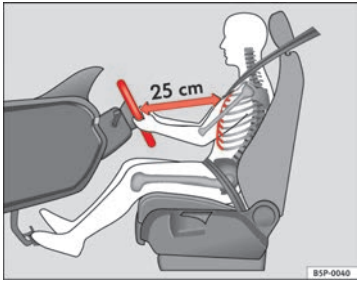

Fig. 1 The proper distance between driver and steering wheel
– Adjust the steering wheel so that there is a distance of at least 25 cm between the steering wheel and the centre of your chest ⇒ fig. 1.
- **Adjust the driver seat so that there is at least 25 cm distance between the centre of the chest and the centre of the steering wheel ⇒ fig. 1. If distance is less than 25 cm, the airbag system may not protect you properly.**